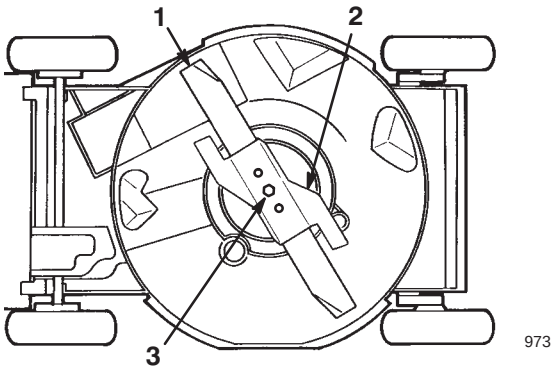

Figur 25
4. Tippa gräsklipparen åt **vänster** (luftfiltret uppåt) (figur 25).